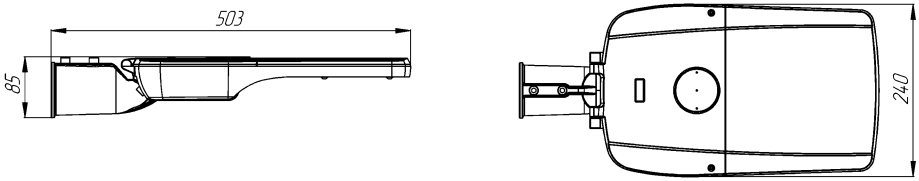

Рис.1. Габаритные размеры
1.8. Общий вид и габаритные размеры показаны на рис.1.